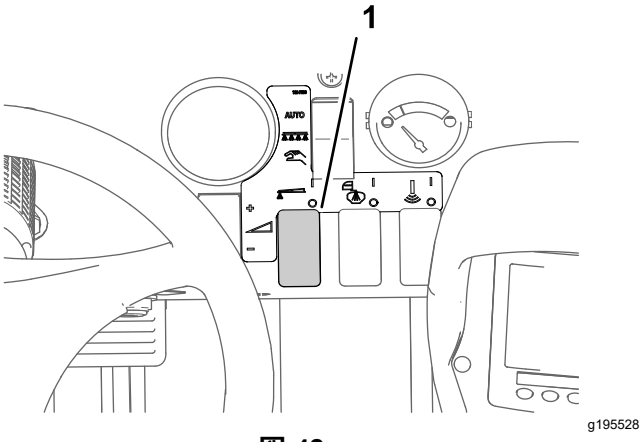

図 42
8. 散布率スイッチで所望の散布水圧にセットする。水圧は本体に付属の資料、ノズル選定ガイドを参照。図 42